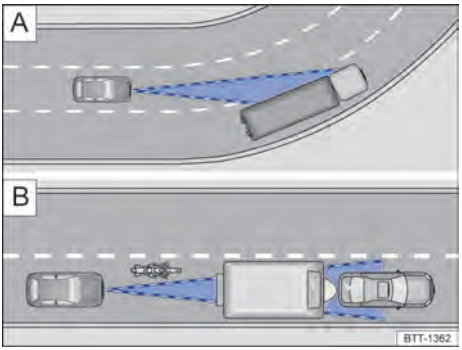

Fig. 108 A Condução em curva. B Veículos fora da área de alcance do sensor do radar
O sensor do radar sempre realiza as medições em sentido reto. Por isso, veículos em curvas fechadas podem ser acidentalmente detectados ou veículos a frente podem não ser detectados → Fig. 108 A. ▶
– Veículos que conduzem fora da área do sensor em pequena distância do próprio veículo, por exemplo, motocicletas → Fig. 108 B.